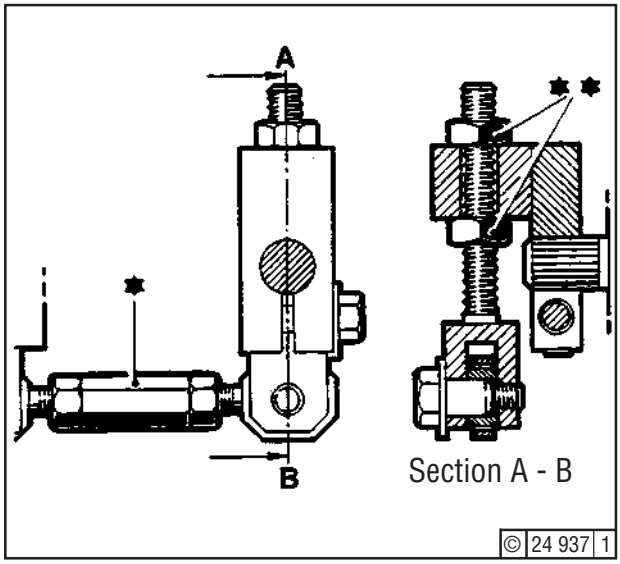

Fig. 14
11. Adjust linkage at points C8 (*) or C10 (**) - Fig. 14 - so as to obtain the settings scheduled in table below. Then tighten all locknuts.